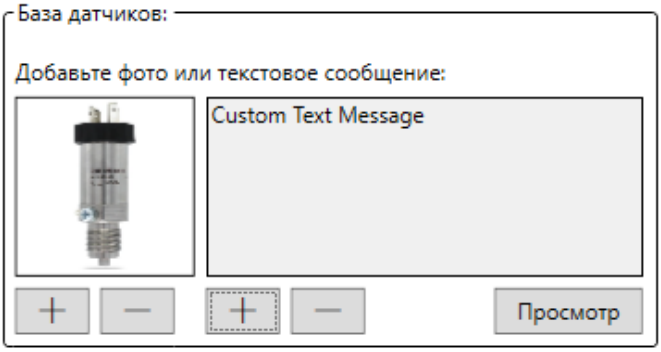

Рисунок 12 — Область «База датчиков»
3.4.6 Область «База датчиков» (см. рисунок 12) позволяет добавить пользовательское изображение и текстовое сообщение к датчику. База хранится локально в папке программы, внесенная информация привязана к полному адресу датчика.